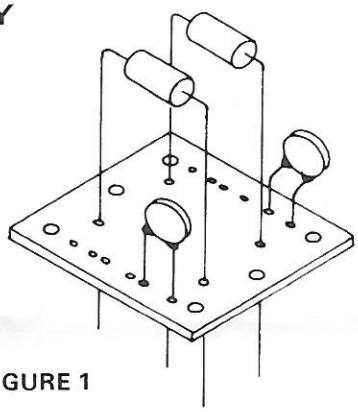

FIGURE 1
1. Insert inductor coils and capacitors into PC board (non-foil side) as shown in Figure 1. Component leads should be as short as possible.